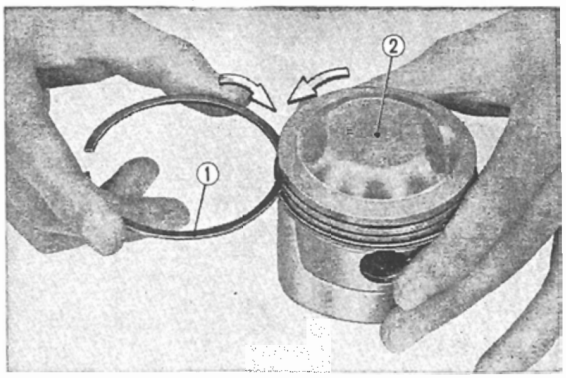

Fig. 3.71 Turn the ring around to the piston and check to contact condition
a. When new piston ring is installed, a check should be made to assure that the ring fits freely in the groove. This can be done by rolling the piston ring externally in the piston groove. **(Fig. 3.71)**